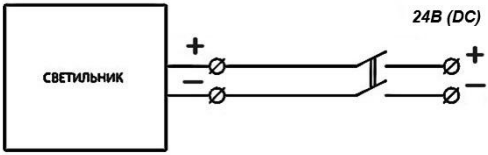

Рис.3. Схема подключения светильника
4.2. Подсоединить сетевые провода согласно схеме на рис. 3.